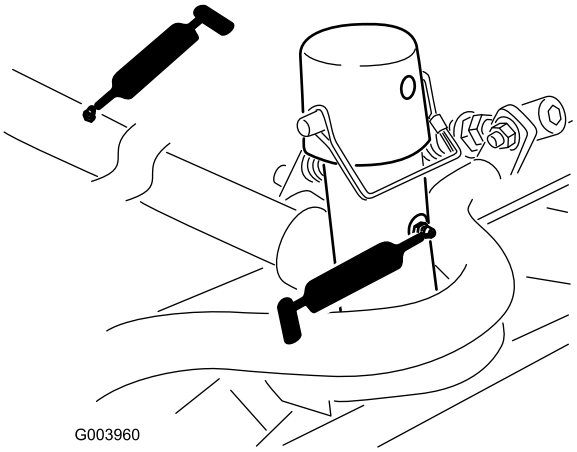

Рисунок 38
- Несущая рама и ось поворота режущего блока (по 2 шт.) (Рисунок 38)